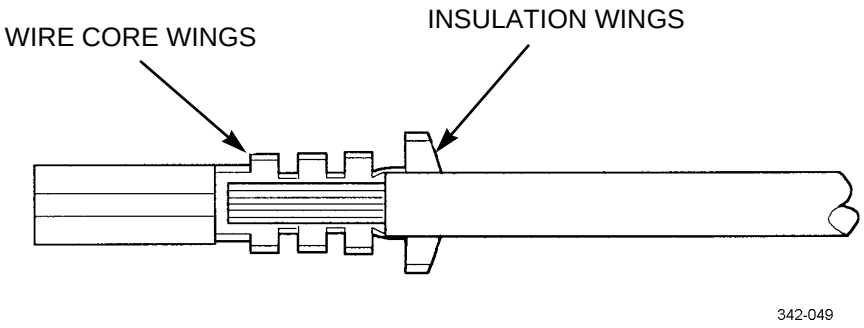

Figure 3. Cable to Terminal Alignment.
(6) Insert cable into terminal until stripped portion is positioned in wire core wings and insulation portion ends just forward of insulation wings (Figure 3).